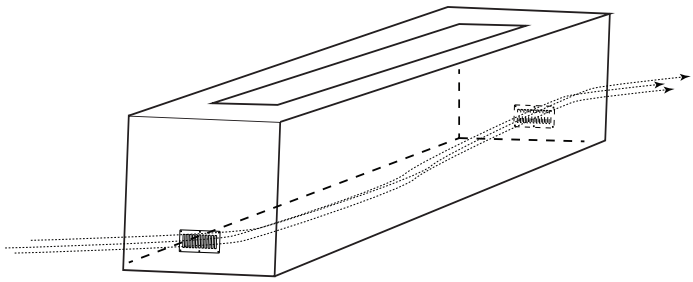

Fig. 8 Shows cross ventilation for a linear enclosure.
- 18 square inches of cross flow ventilation is required into the enclosure (end to end). See Fig. 8
- 18 square inches of cross flow ventilation is required into the enclosure (end to end). See Fig. 8.